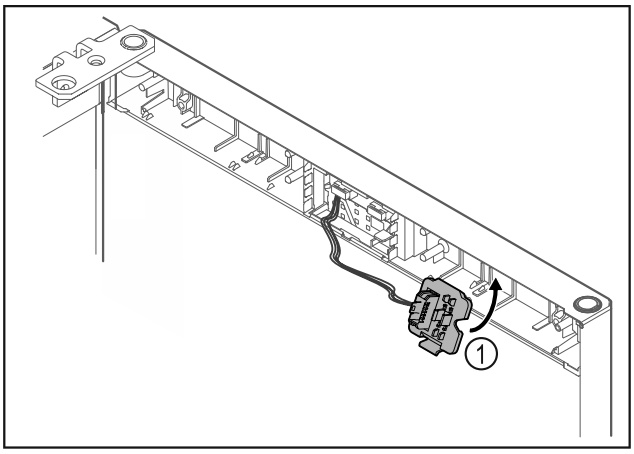

Fig. 17
▶ Accrocher le support de connecteur *Fig. 17 (1)* de l'autre côté.